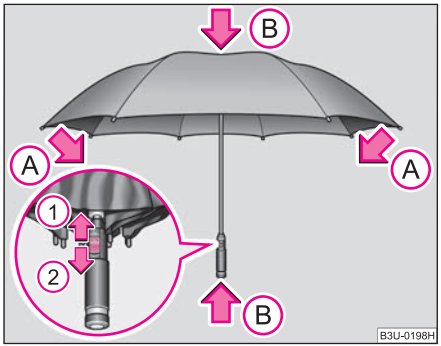

Fig. 102 Opening and closing umbrella
– Press the knob in direction of arrow (1) ⇒ fig. 102.